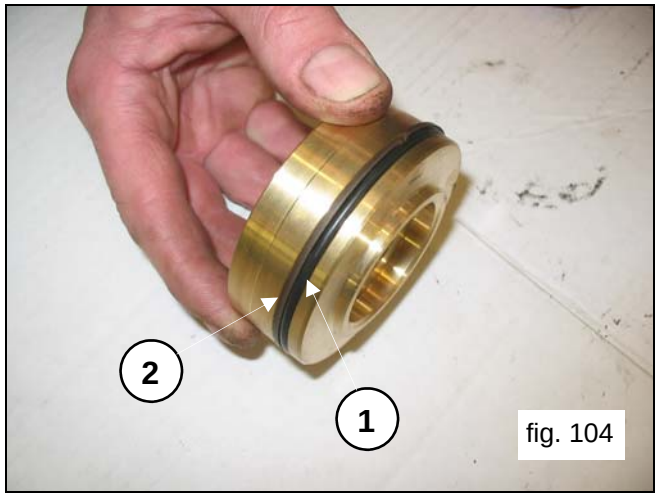

fig. 104
Assemble the O-Ring, exploded view position n.17 (pos.①, fig.104) and the anti-extrusion ring, exploded view position n.21 (pos.②, fig.104) on the delivery valve plug.